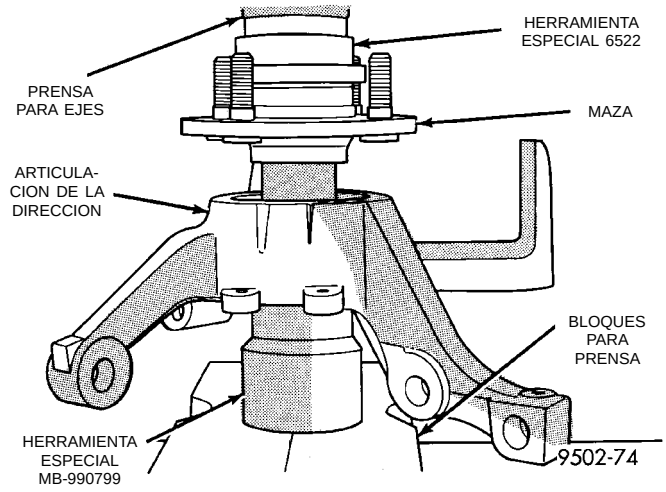

Fig. 51 Calce de la maza en el cojinete
(6) Coloque la articulación de la dirección con el cojinete de maza instalado en la prensa para ejes y la guía interna del cojinete de maza apoyada en el Receptor, Herramienta especial MB-990799 (Fig. 51). Coloque la maza en el cojinete asegurándose de que quede perpendicular al cojinete. Coloque el Punzón, Herramienta especial 6522 en la superficie delantera de la maza (Fig. 51). Coloque la maza a presión en el cojinete hasta que calce por completo en él.
(7) Instale la articulación de la dirección, la maza y el cojinete de maza como conjunto en el vehículo. Para informarse sobre el procedimiento de instalación de la articulación de la dirección, consulte Arti-